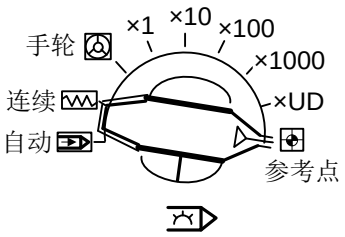

图 1-8 模式选择旋钮
(1) USB 接口：掀开盖帽，用于连接 USB 设备。
(2) 紧停按钮：当机器处于危险状态时，通过按下紧停按钮，停止机床运转，保护人身和机床的安全。在危险解除后，可通过顺时针旋转按钮解除紧停报警。
(3) 主轴倍率旋钮：用于调节主轴速度，具体参见 3.5 章节。
(4) 进给倍率旋钮：用于调节进给速度，具体参见 3.10.1 章节。
(5) 模式选择旋钮：如图 1-8 示，包含自动、连续、手动、参考点等模式，用户可根据实际情况将机床调至相应模式进行操作。